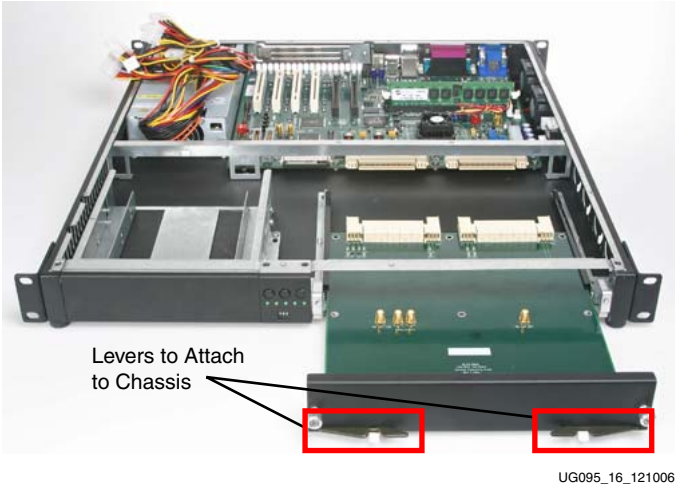
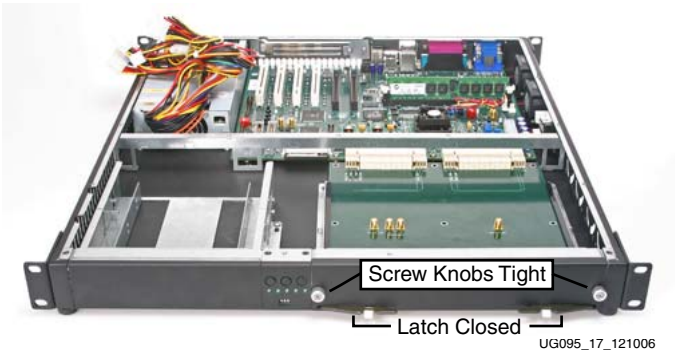

*Figure 16:* **Inserting the Personality Module (View 1)**
*Figure 17:* **Inserting the Personality Module (View 2)**
5. Push the personality module inside through the opening, making sure it slides in through the mounting guide. Make sure the levers are open (shown closed in Figure 16) before pushing in and guide the levers to attach to each side of the opening. After the levers are latched to the chassis and are shut, turn the screw knobs tight (see Figure 16 and Figure 17).